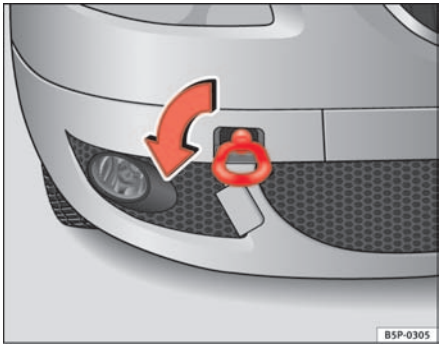
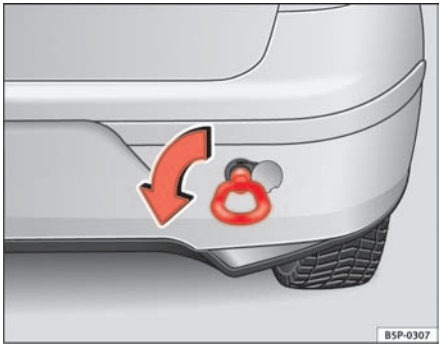

Fig. 201 The front right section of the vehicle: Fitting the front towing eye
Fig. 202 Fitting the towing eye to the rear of the vehicle
– Screw the towing eye as shown by arrow *anti-clockwise* to the limit position in the front ⇒ page 261, fig. 201 or rear ⇒ page 261, fig. 202 threaded hole.